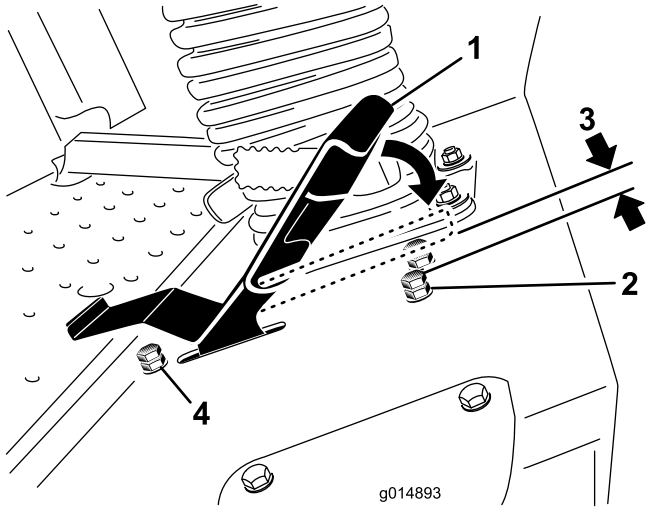

Рисунок 39
3. Отпустите зажимную гайку на упорном болте педали тяги (Рисунок 39).